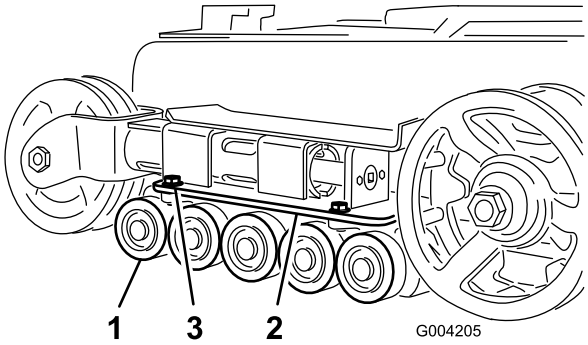

**Figur 47**
2. Ta bort de fyra bultarna som fäster varje nedre larvbandsstyrning som innehåller väghjulen, och ta bort hjulen (Figur 47).